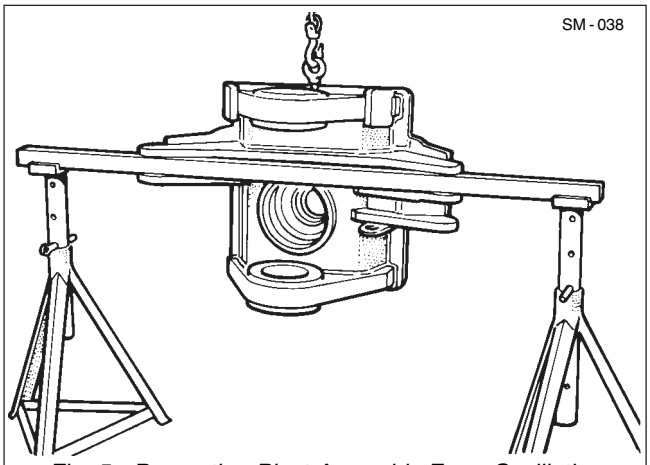
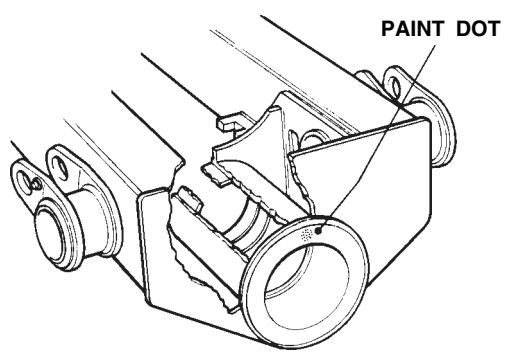

Fig. 5 - Preventing Pivot Assembly From Oscillating
Fig. 6 - Installing Oscillation Bushes
3. Identify the relationship of the driveline caps to brake yoke (18). Remove capscrews, disconnect driveline and secure clear of brake yoke (18).
4. Remove mounting hardware securing parking brake disc to brake yoke (18) and remove brake disc.
5. Place a suitable container under rear brake yoke (18) to catch oil released when pulling brake yoke (18) from driveshaft (14).
6. Remove Rear bolts (19), Lockplate (16) & Rear thrust collar (63). Pull brake yoke (18) from driveshaft (14) .
7. Remove adaptor (57), connector (58), elbow (59) and pipe assembly (60) from oscillation hub.
8. Remove bolts (22) and washers (21) securing locking plate (12). Remove locking plate (12).
9. Restrain pivot assembly (1) to prevent it oscillating, by placing a heavy bar between the steering cylinder mountings. Lock the bar in position using suitable trestles or stands. See Fig. 5.
10. Using a suitable tool, remove thrust nut (11). If wear area of thrust nut (11) is damaged, replace thrust nut (11).
11. Insert an M20 eyebolt into tapped pad provided on top of pivot assembly (1) and attach suitable lifting equipment.
13. Using lifting equipment, carefully pull pivot assembly (1) clear of oscillation hub. Place pivot assembly (1) in a suitable work area for further disassembly.
14. Note position of front 'V' ring (10) to aid in 'Installation'. Remove and discard 'V' ring (10).
15. Inspect nylon oscillation bushes (2) as described in 'Inspection'. If bushes are to be renewed, proceed with step 16.
16. Remove nylon oscillation bushes (2) with hammer and chisel.
2. Apply Loctite 648 (3) and Loc Quick Primer (4) and align new bushes (2) to housing with grease holes aligned vertically and identification 'PAINT DOT' at Top Dead Centre. Refer to Fig. 6. Drift bushes (2) into housing using hammer with soft packing for protection.
3. Install plug (25) in filler/level hole on pivot assembly (1). Install gasket (5) and cover plate (6) on side of oscillation hub and secure with bolts (7) and washers (20).
4. Install plug (25) in cavity drain port on underside of oscillation hub.
5. Install plugs (28) into oscillation bearing grease ports.
6. Lightly coat 'V' ring (10) and machined surfaces of pivot with Extreme Pressure Multipurpose Grease (26) and, install 'V' ring (10), with lip towards rear, on front of oscillation hub.
7. Using suitable lifting equipment, and taking care to prevent damaging bushes (2) or pivot threads, install pivot assembly (1) into rear frame.
8. Lightly coat 'V' ring (10) and machined surfaces of pivot with Extreme Pressure Multipurpose Grease (26) and, install 'V' ring (10), with lip towards front, on rear of oscillation hub.
9 . a) Restrain pivot assembly (1) to prevent it oscillating, by placing a heavy bar between the steering cylinder mountings. Lock the bar in position using suitable trestles or stands. See Fig. 5.
b) Secure a suitable tool to pivot thrust nut (11) and tighten thrust nut (11) until there is no end float/ clearance at thrust face of either bush. Slacken thrust nut (11) until pin of the locking plate (12) can be inserted in the first available hole in the thrust nut (11).
c) Secure locking plate (12) with bolts (22) and lockwashers (21). Torque tighten bolts (22) to 94 Nm (69 lbf ft).
10. Install adaptor (57), connector (58), elbow (59) and pipe assembly (60) to oscillation hub.
11. Install brake yoke (18) on driveshaft (14) until it butts against bearing assembly cup and cone (8 & 9).
12. Install parking brake disc on brake yoke (18) and secure with bolts, washers and nuts. Tighten bolts to a torque of 73 Nm (54 lbf ft).
13. Install rear of driveshaft (14).
14. install Brake yoke (18) , Rear thrust collar (63) ensuring 'O'-rings (29& 51) are in place , shim pack (64) and bolts (19).
15. Lock off Brake yoke flange as before (18) with suitable clamping method. Torque bolts (19) to 73 Nm (lbf ft)
16. Take a magnetic clock gauge located on the flange of pivot casing , needle acting on Rear thrust collar (63) end face. Check Brake yoke (18) float movement. Ensure still within range 0.05mm - 0.15mm (0.002" - 0.006").